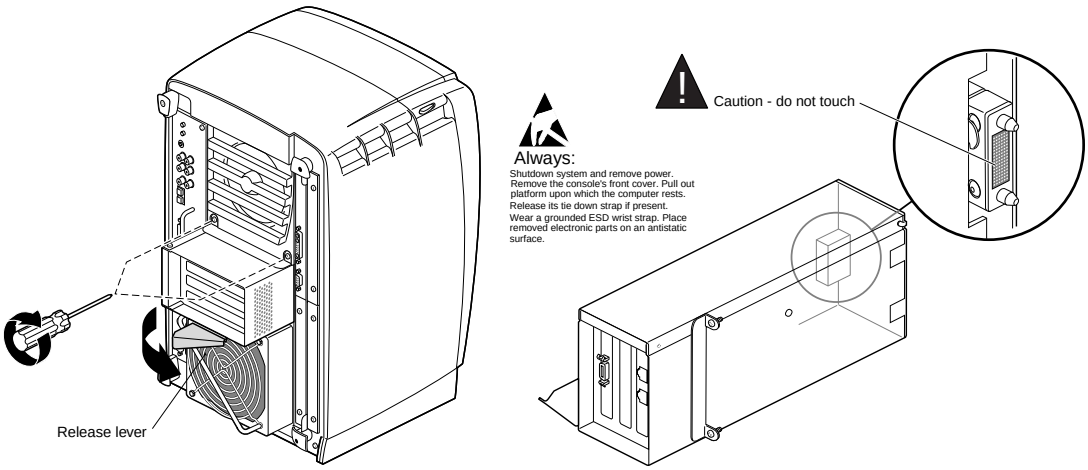

Figure 5-128 (Octane) Host - Removing the PCI Module
4.) Loosen the two captive screws (see Figure 5-128).
5.) Pull out the release lever along the bottom of the module (see Figure 5-128).